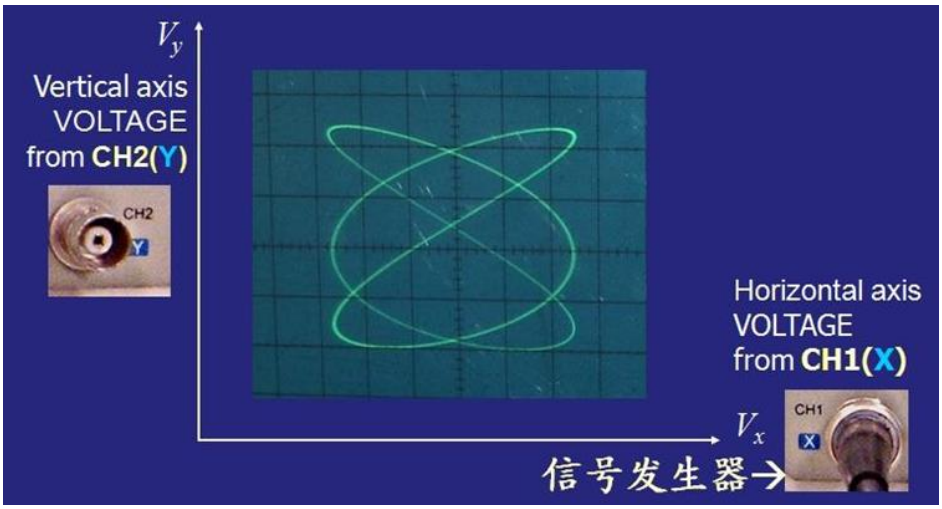

图 4. 李萨如图
5. X-Y 模式 当示波器由 Y-t 模式切换为 X-Y 模式时，扫描信号被切断，此时，通道 1（CH1(**X**)）被连接到 X 偏转板，通道 2（CH2(**Y**)）还是被连接到 Y 偏转板。在这种模式下，电子束同时受到连接 X、Y 偏转板的输入电压形成的电场力的作用，如果此两路电压均为正弦波信号，且周期或频率的比值为有理数（整数比），则我们会在荧光屏上看到闭合稳定的漂亮图案，这便是相互垂直谐振动合成的轨迹——**李萨如图**，如图 4 所示。
将信号发生器输出的已知正弦电压信号接入到示波器的 CH1(X)通道，被测未知正弦电压信号接入 CH2(Y)通道，同时将示波器工作模式切换到 X-Y 模式，调节已知信号频率使两正弦电压的周期或频率成简单整数比时，合成轨迹为一**稳定的闭合图案——李萨如图形**，如图 4 所示。分别对图形作一根水平和垂直切线，并设水平切线与图形的切点数为 N_x、垂直切线与图形的切点数为 N_y，那么，在 X、Y 方向的电压信号频率 f_x 、 f_y 与 N_x、N_y 有如下确定关系，